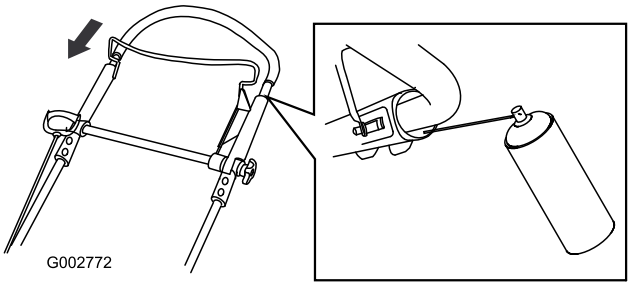

Figuur 31
2. Duw de bovenste handgreep helemaal naar beneden en spuit het binnenste plastic oppervlak van de buitenhendel in (Figuur 31).